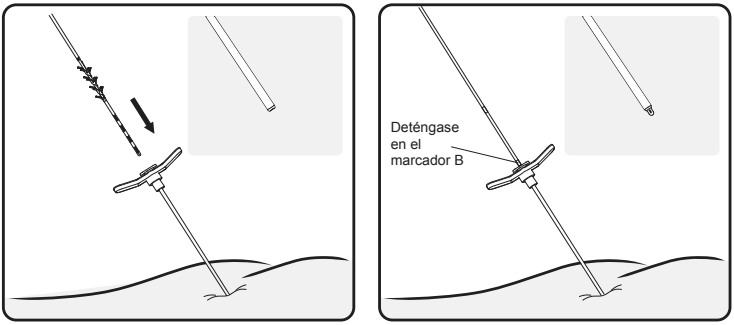

Figura 13. Inserte el electrodo a través de la vaina introductora.
8. Inserte con cuidado el electrodo dentado (con el estilete) en la vaina introductora hasta que el marcador visual B del electrodo dentado esté alineado con la parte superior del mango de la vaina introductora. Confirme mediante radioscopia que todos los latiguillos del electrodo están proximales a la punta distal de la vaina (**Figura 13**).